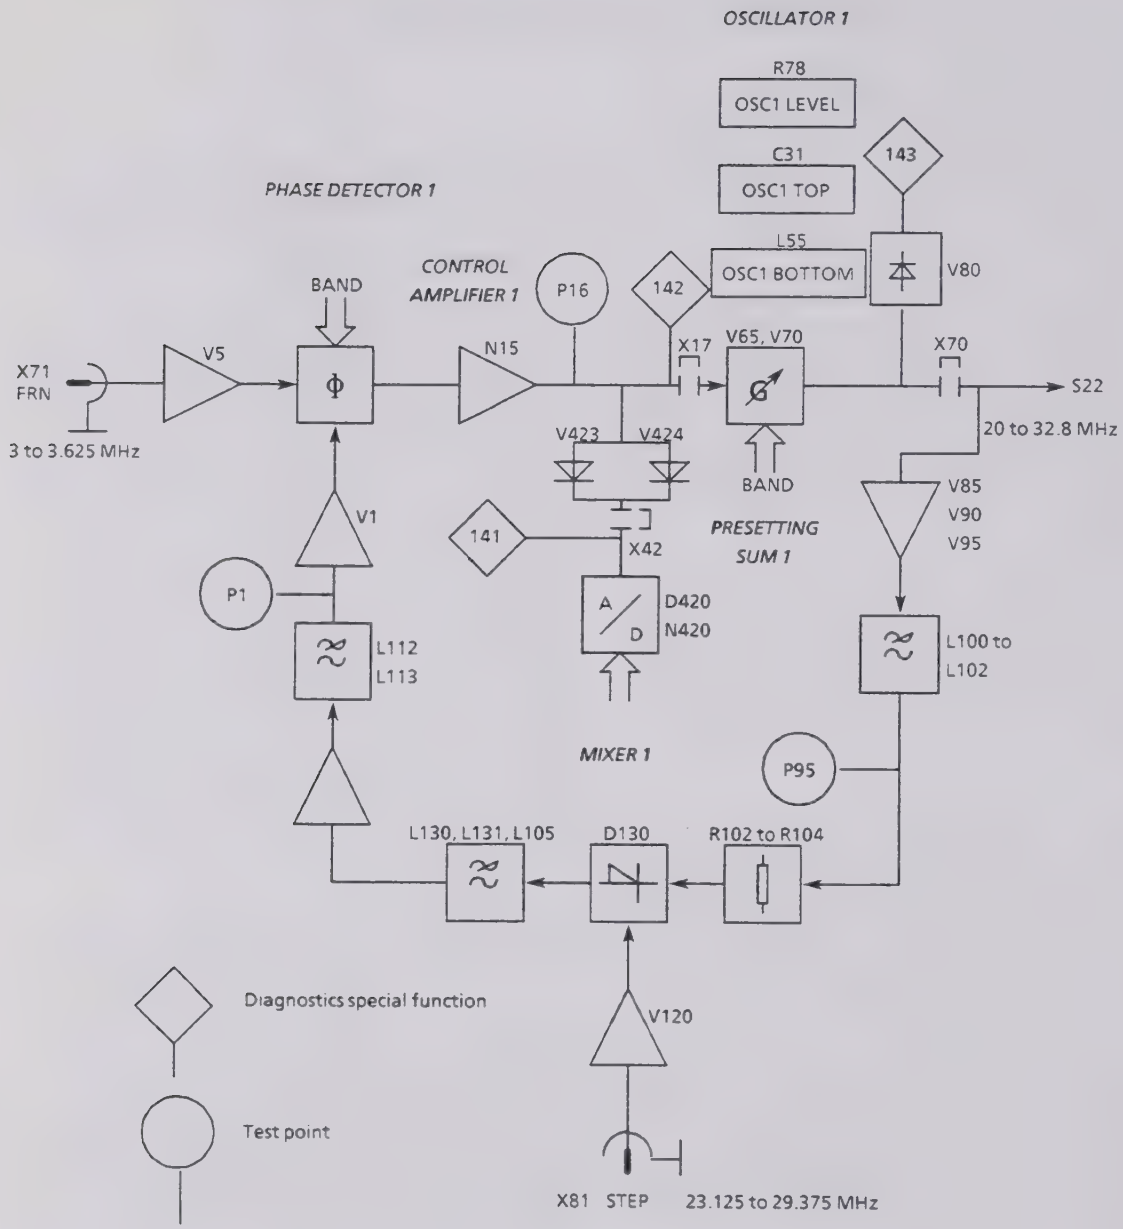

Fig. 5-1 Function diagram of "Summing loop 1"
(See circuit diagram 819.7166 S and Fig. 5-1)
5.1.1 Summing loop 1 (see Fig. 5-1)
The above frequencies are shown in Fig. 5-1.